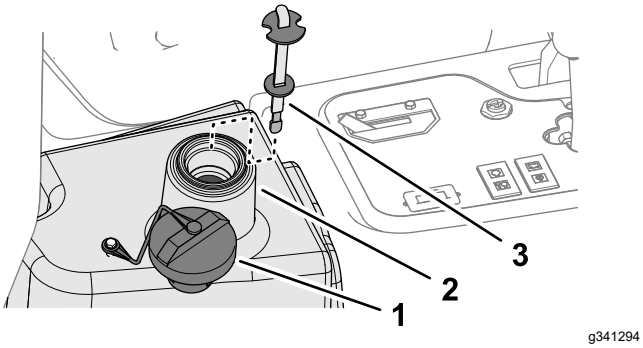

**Figur 87**
4. Fyll tanken (Figur 87) med cirka 22,7 liter hydraulvätska. Se Specifikation för hydraulvätskan (sida 58).